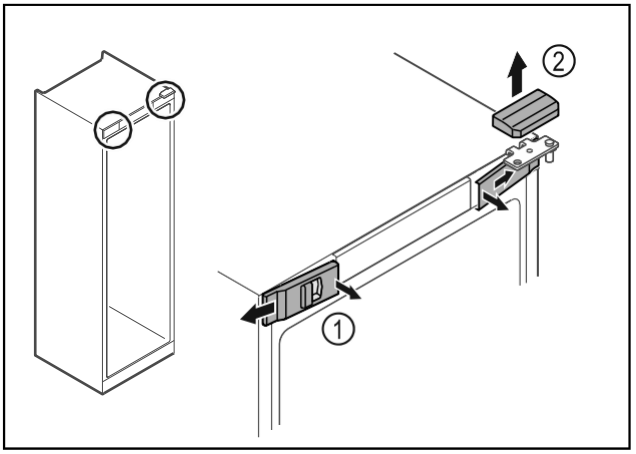

Fig. 9
- ▶ Vordere Abdeckungen *Fig. 9 (1)* innen ausrasten und zur Seite abnehmen.
- ▶ Obere Abdeckung *Fig. 9 (2)* nach oben abnehmen.